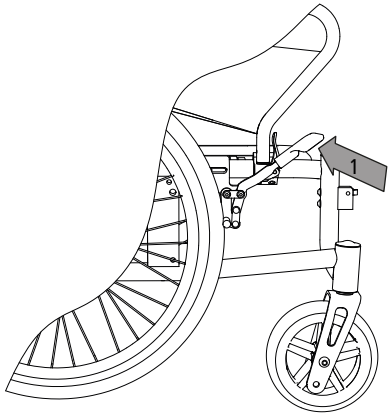

afb. 20
2. U kunt de rem vrijzetten door de hendel terug te bewegen (1, afb. 20).